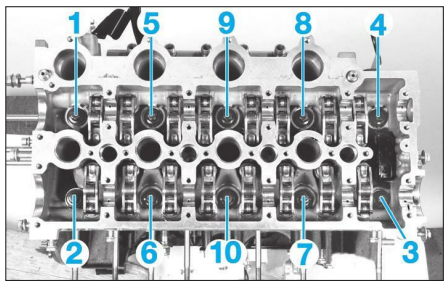

**Fig. 64**
- les vis de culasse dans l'ordre indiqué **(Fig.64)**,